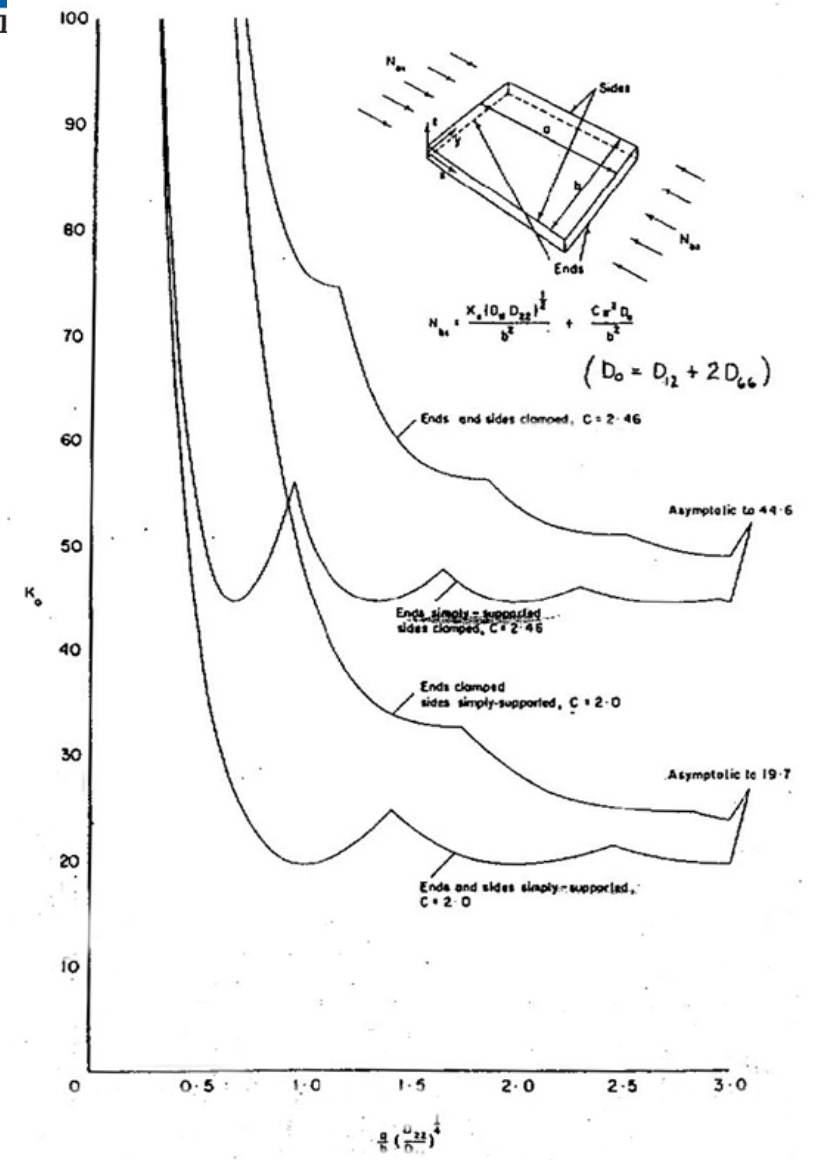

FIGURE 1. UNIAXIAL LOAD COMBINATIONS OF CLAMPED AND
- Calculating - using ESDU Fig. 1 Fig.2
→ Asymptote ESDU Fig.1